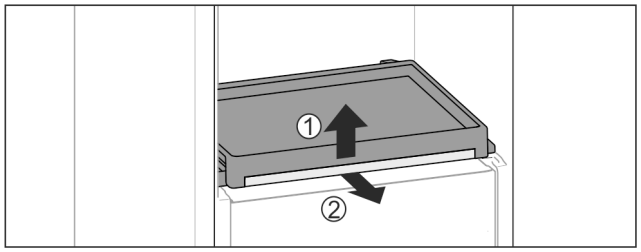

Fig. 153
▶ To remove the pull-out board with glass panel: Gently lift the glass panel at the front *Fig. 153 (1)* and pull out to the front *Fig. 153 (2)*.